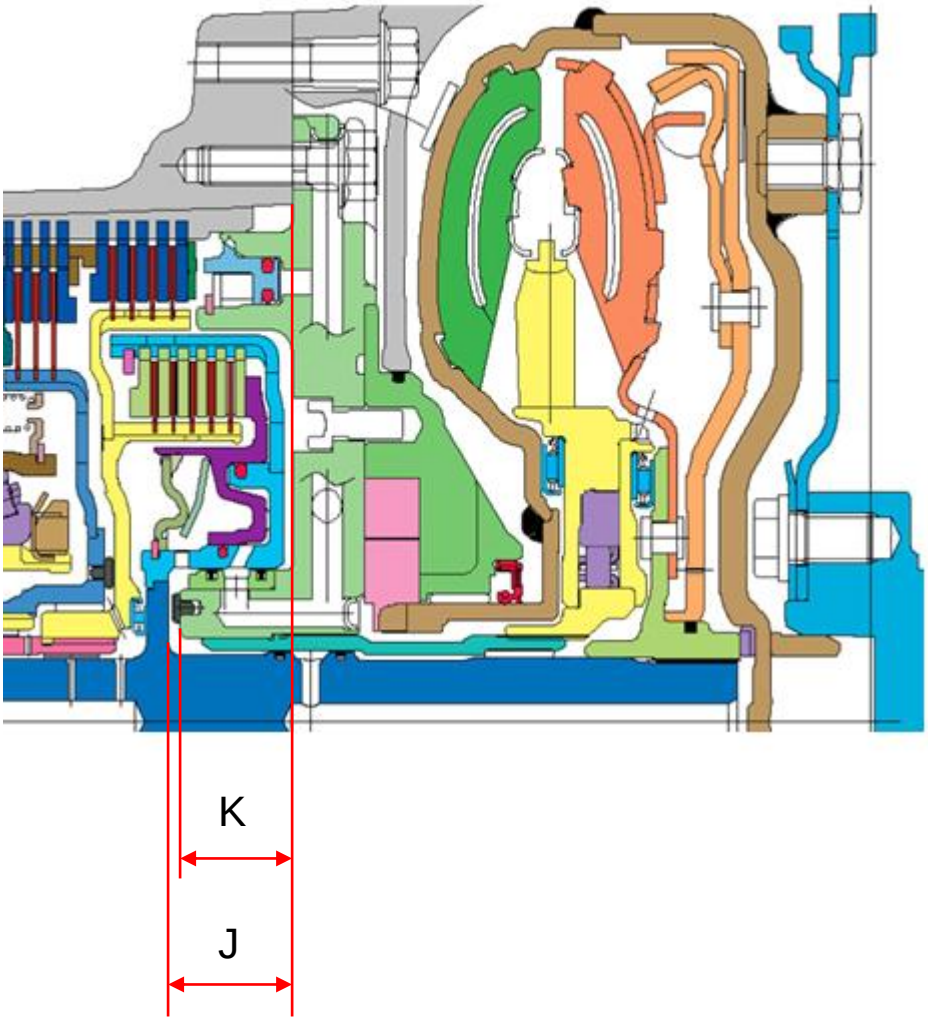

**Рис. 6.1. Схема измерения зазора входного вала АКПП.**
**J –** Расстояние от плоскости стыка масляного насоса и корпуса АКПП до плоскости работы пластиковой шайбы на муфте 35R Clutch(см.рис. 6.1.).